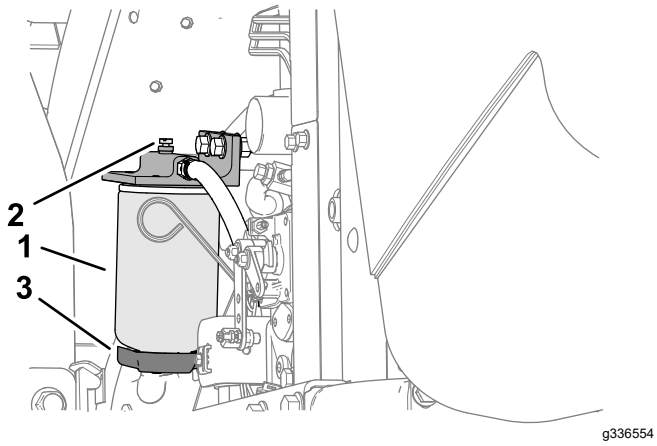

**Figur 73**
4. Lossa avtappningsventilen i botten på filterskålen (Figur 73).
3. Rengör området där filterskålen ska monteras (Figur 73).